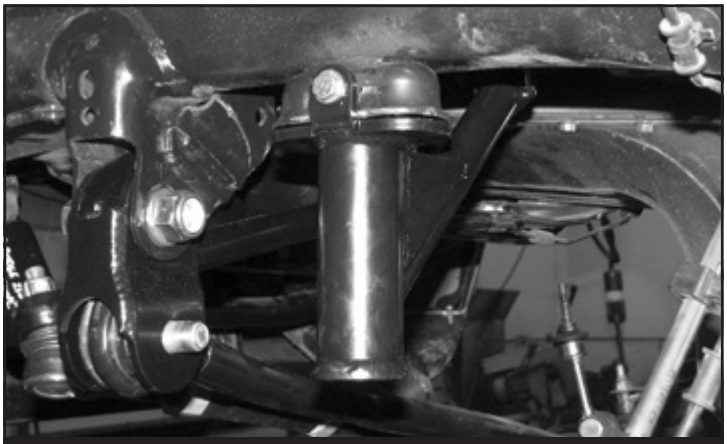

FIGURE 25 - STEP 30
30. Locate a 5/16”-18 x 2-1/2” bolt, nut and washers. Using this bolt, secure the bump stop to the factory bump stop mount and torque to 29 ft-lbs. **SEE FIGURE 25**